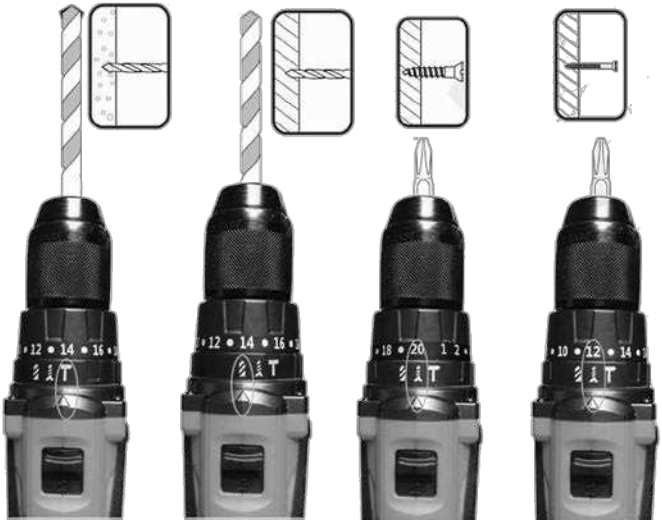

Рисунок 6
4.6 Вибір режиму роботи та крутного моменту (рисунок 6)